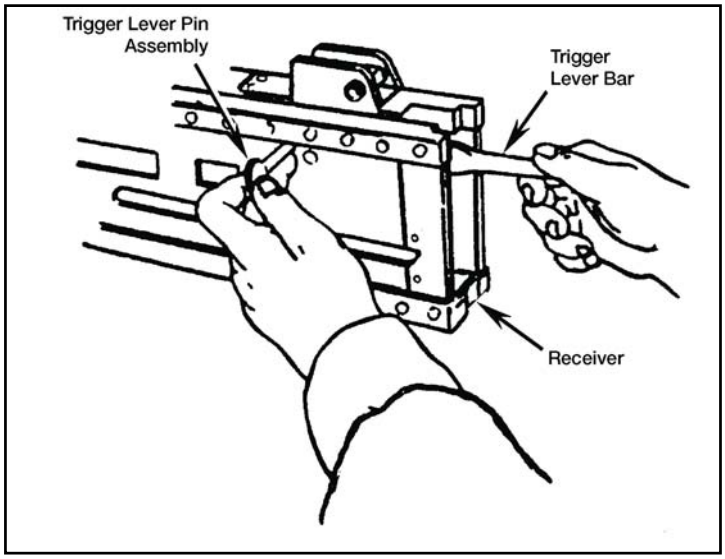

Figure 071-022-0001-23. Assembly of the trigger lever
a. Assemble the trigger lever (Figure 071-022-0001-23).